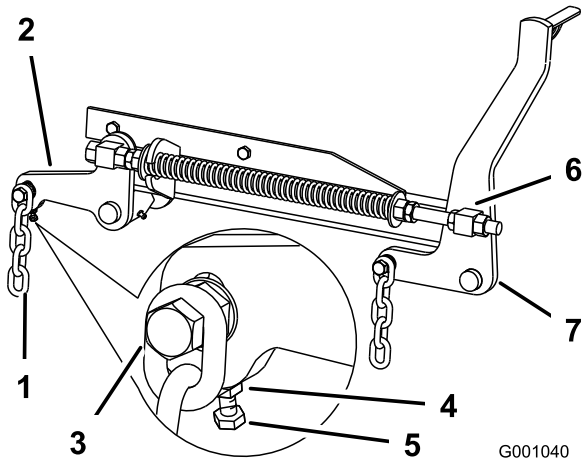

**Figur 74**
7. Hvis målingerne ved position **B** eller **C** ikke er korrekte, skal du løsne bolten, som fastholder bagkæden til den bageste støttearm (Figur 74).
8. Løsn kontramøtrikken under den bageste støttearm, og juster justeringsbolten for at opnå et mål på 79 til 83 mm (Figur 74).
7. Løsn de forreste drejeleds kontramøtrikker ved forenden af højre og venstre drejeled, ca. 13 mm (Figur 74).
8. Juster løftemøtrikkerne på maskinens venstre og højre side for at få en måling, der er 6 til 10 mm lavere foran ved A end bagest ved **B** (Figur 74).